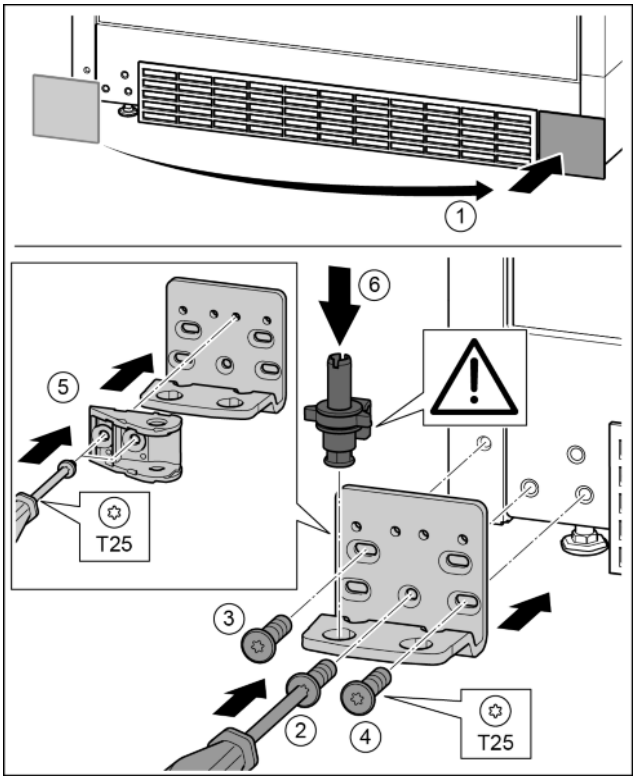

Fig. 31
▶ Remove the cover and fix it on the other side. *Fig. 31 (1)*
▶ Place the bearing bracket on the other side and screw in with the aid of a T25 screwdriver. Start with screw 2 at the bottom in the middle. *Fig. 31 (2)*
▶ Screw in screws 3 and 4. *Fig. 31 (3, 4)*
▶ Rotate the soft stop connection 180°. Screw in with a T25 screwdriver on the other side of the bearing bracket. *Fig. 31 (5)*
▶ Insert the bearing pin completely. Make sure that the catch mechanism is pointing to the rear. *Fig. 31 (6)*